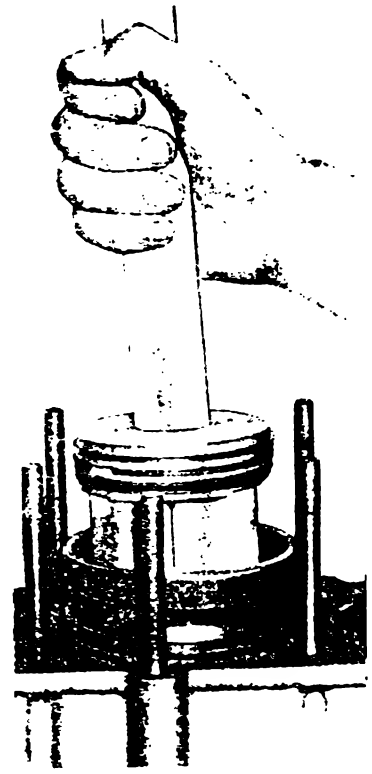

Рис. 72. Установка поршня с кольцами в цилиндр
17. Разведите замки поршневых колец под углом 120° друг к другу, наденьте на шатунные болты защитные латунные колпачки, для предохранения поверхности шатунной шейки от случайных повреждений, смажьте чистым моторным маслом вкладыши, шатунную шейку, поршень и гильзу цилиндра и с помощью конусной оправки (рис. 72) установите поршень в цилиндр. Перед установкой убедитесь, что поршень и шатун собраны правильно для данного цилиндра, а надпись на поршне „перед" направлена к переднему торцу двигателя.